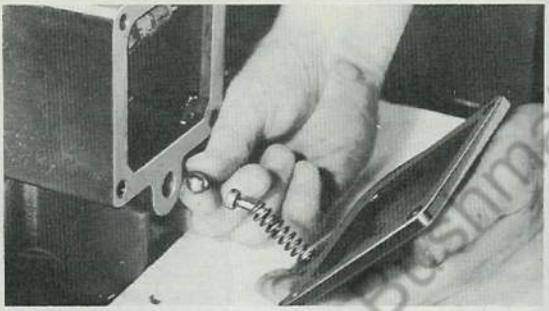

Fig. 7 Gear Shift Cover Gasket, Spring, Plunger and Ball Are Removed or Installed in Order Shown
9. Remove four cap screws attaching gear shift cover (7) to top of case. Removal of cover also permits removal of poppet spring, plunger and ball, as illustrated in Fig. 7.